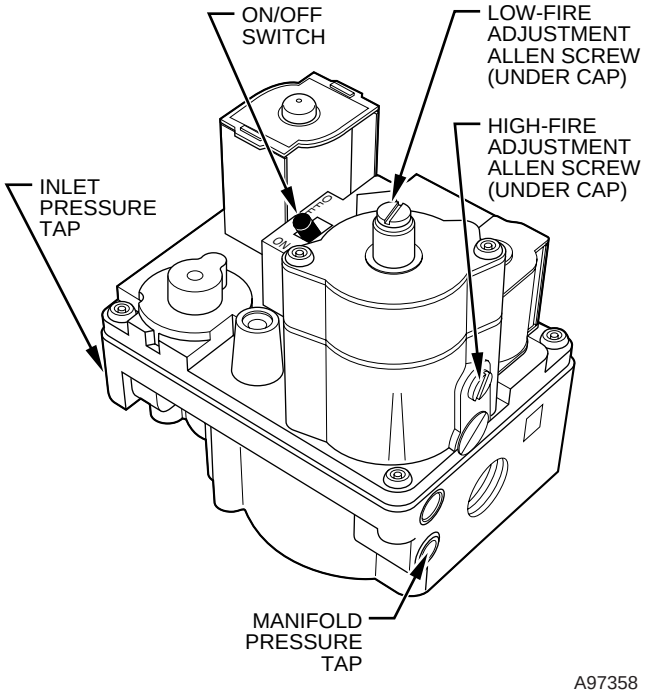

**Fig. 53—Redundant Automatic Gas Control Valve**
b. Remove regulator seal caps that conceal adjustment screws for low-and high-heat gas valve pressure regulators. (See Fig. 53.)